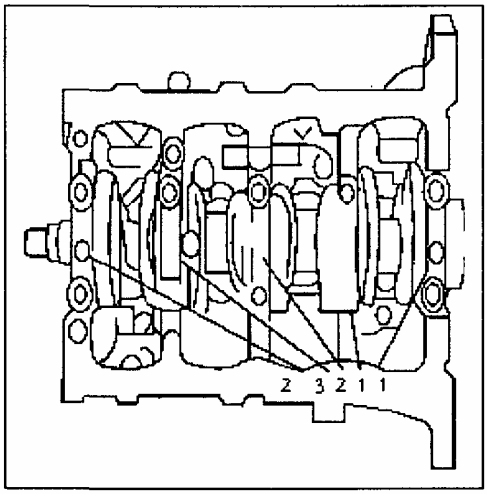

Рис. 160
2) Далее проверьте диаметр отверстия на крышке подшипника перед установкой вкладыша. Положение 5 цифр на блоке цилиндров показано на рисунке (Рис. 160). Они обозначают следующие диаметры канала крышки подшипника: